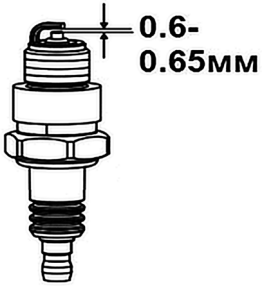

Рис.12 Свеча зажигания
4. Измерьте зазор между электродами свечи зажигания специальным щупом. Зазор должен быть 0,6-0,65мм (Рис. 12). При увеличении или уменьшении требуемого зазора рекомендуется заменить свечу, так как регулировка зазора может привести к изменению качества искрообразования.